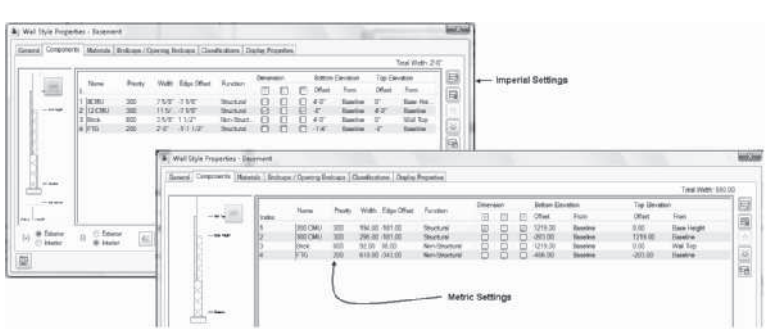

FIGURE 3.89 *Components tab for Basement wall style*
14. Select the **Components** tab and enter the following components as shown in Table 3.27 and in Figure 3.89.